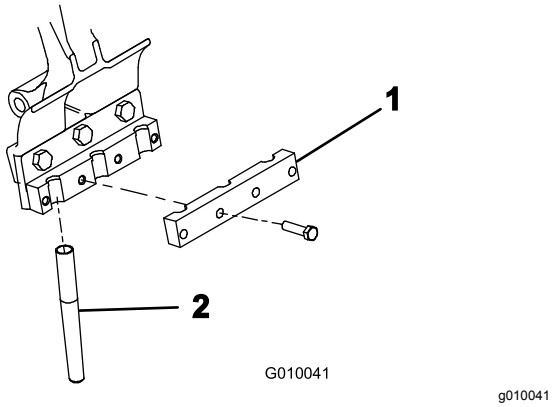

**Figur 25**
5. Montera en luftarpinnsbygel löst på varje luftarpinnshållare med fyra bultar (⅜ x 1½ tum) (Figur 25). Dra inte åt bultarna.